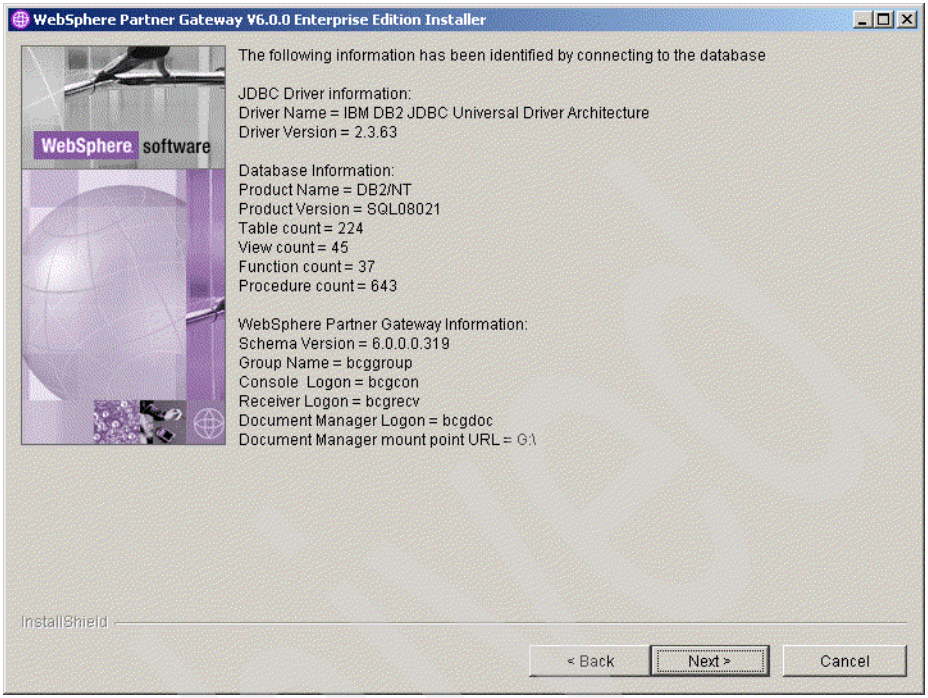

Figure 5-34 Database information
11. The installation program connects to the database server and retrieves information that the database loader program created. Figure 5-34 on page 94 shows the result of these queries. Click **Next** to proceed.